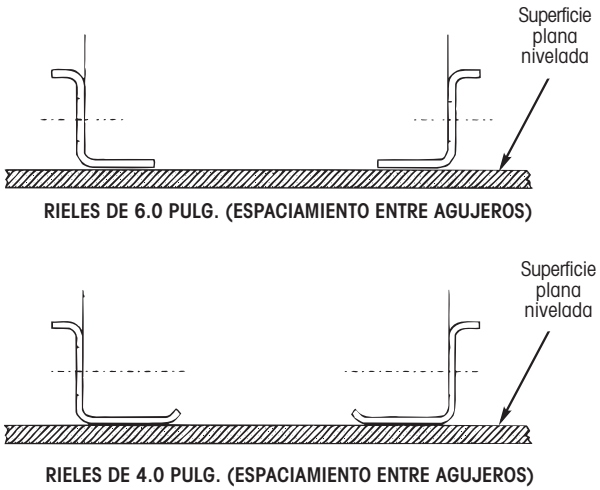

Figura 60. Posición del riel del deslizable
1. Coloque ambos rieles del deslizable boca abajo (el patín más largo apuntando hacia abajo) en una superficie nivelada, apartadas aproximadamente el ancho del cuadro deslizable (Figura 60). Es importante que la superficie este nivelada para evitar la posibilidad de rieles no paralelos (tanto horizontal como verticalmente).